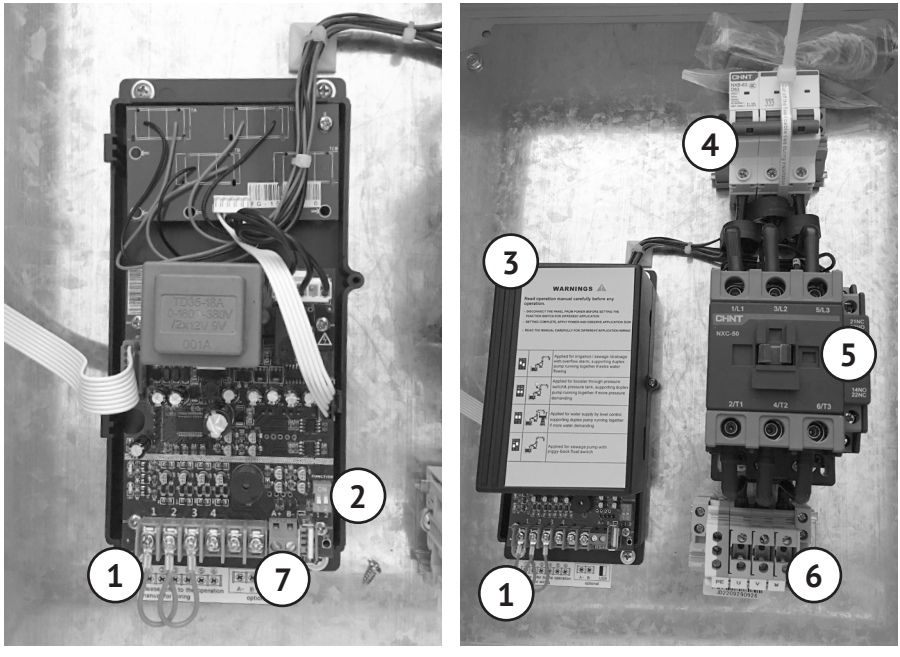
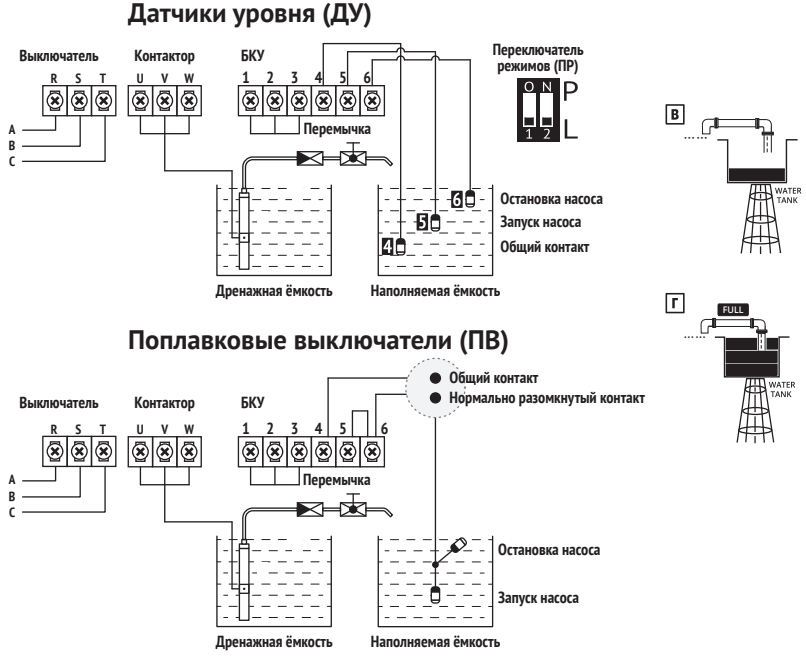

Рис. 2
Рис. 5
Блок контрольных устройств (далее — «БКУ», см. рис. 2, 4) служит для подключения датчиков уровня (далее — «ДУ»), поплавкового выключателя (далее — «ПВ») и/или реле давления (далее — «РД»).
- Подключите ДУ или ПВ (в комплект не входит) к контактам БКУ (см. рис. 2) согласно схемам на рис. 5.
- Установите перемычку в контактах ❶, ❷ и ❸ БКУ (входит в комплект, закреплена в контактах БКУ) для защиты насоса от работы без воды (в режиме «сухого хода»). Данное решение позволяет использовать защиту насоса от «сухого хода» по току.
- Установите рычажки переключателя режимов (далее — «ПР») в положение показанное на рис. 5.